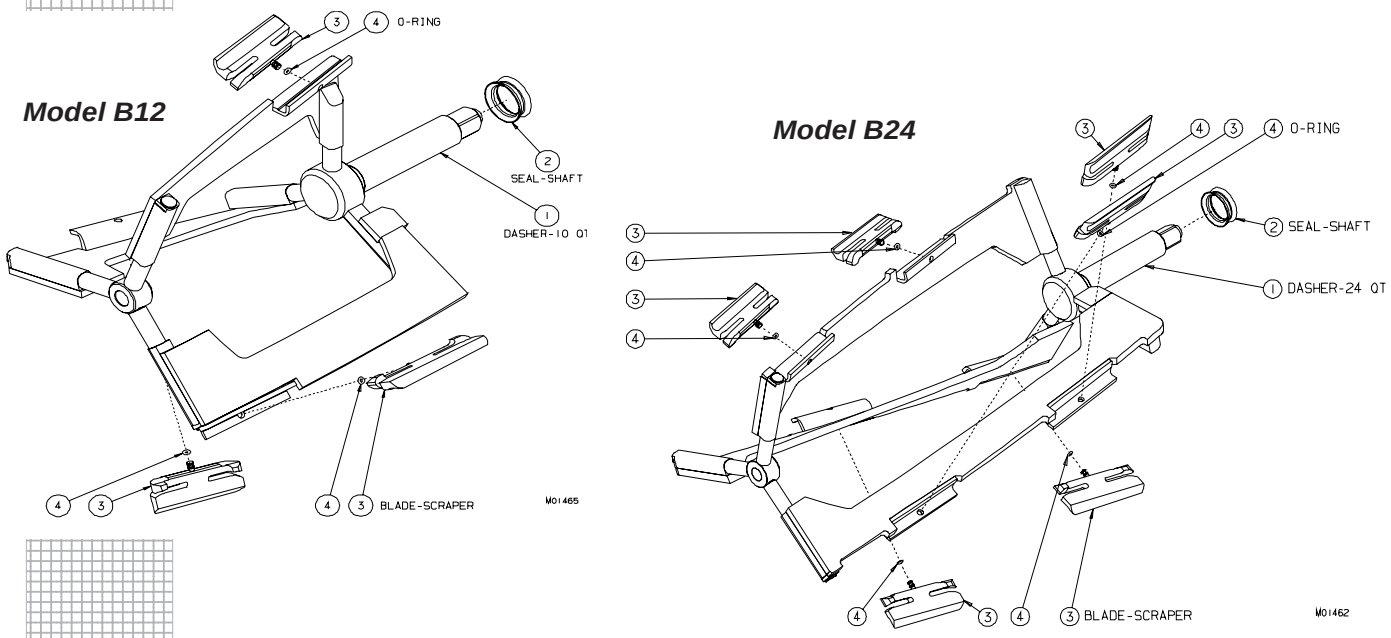

Figure 8-1 Dasher Assembly
2. See Figures 8-1 and 8-2. Install an o-ring (4) in the groove on each scraper blade pin (3) this will hold the blade in place. Place a small amount of lubricate on the o-ring. Assemble the scraper blades (3) on the dasher by placing the pin through the hole on the dasher (1). The scraper blade is designed to be installed only one way. Repeat until all scraper blades are installed on the dasher. (Six on model B24 and three on model B12.)
3. Lubricate the shaft seal (2) and place on the end of the dasher (1).